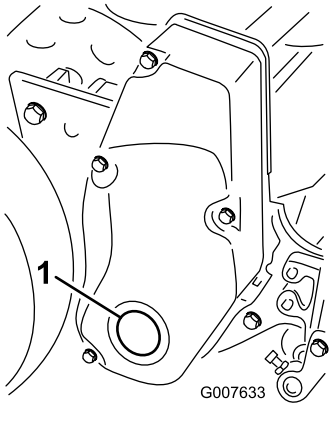

Rysunek 68
1. Zdemontuj zatyczkę w prawej pokrywie napędu wirnika (Rysunek 68).